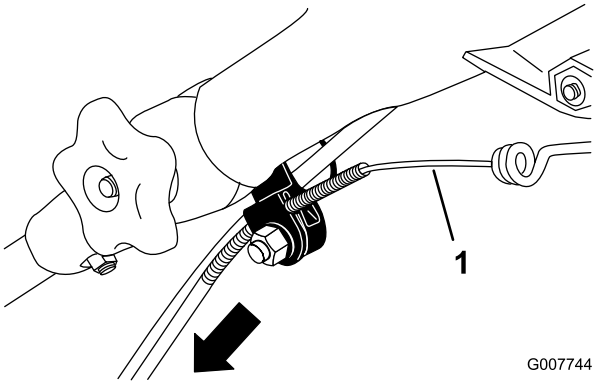

Figur 44
3. Træk kabelkappen nedad, indtil du fjerner slækket i det blotlagte kabel (Figur 44).